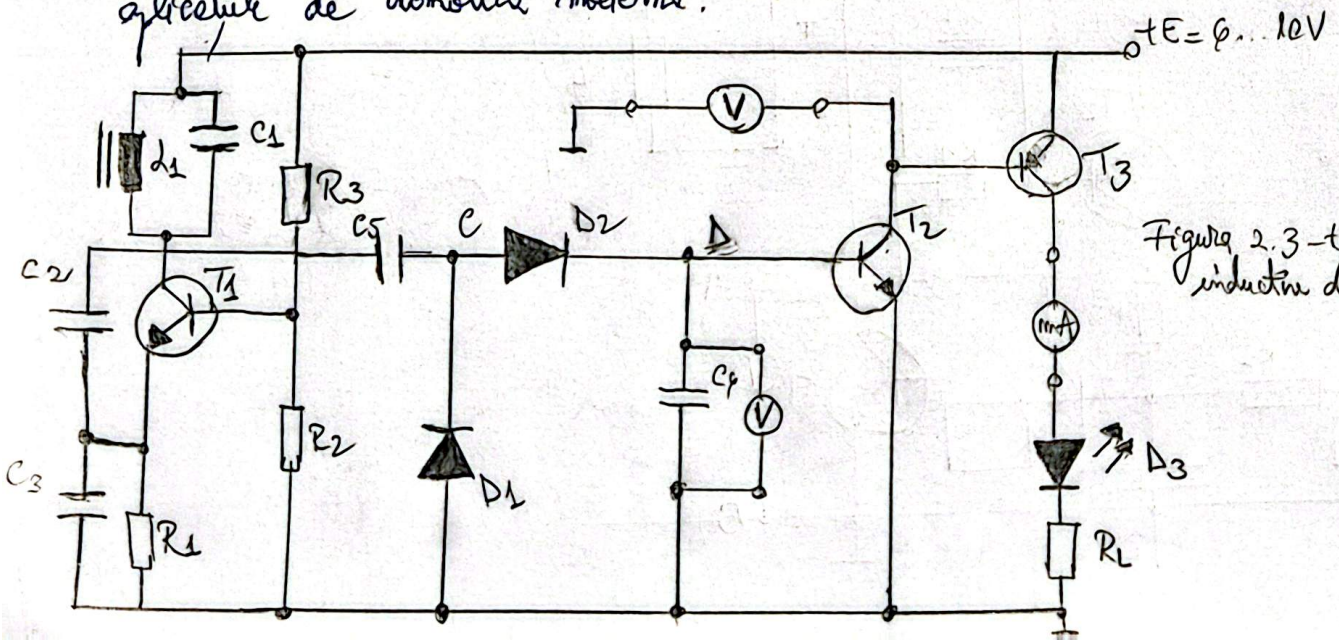

Figura 2.3 – traductor inductiv de proximitate
3) După realizarea circuitului din figura 2.3, se măsoară curentul prin LED-ul D_3, tensiunea CE a tranzistorului T_2 și tensiunea pe condensatorul C_p.